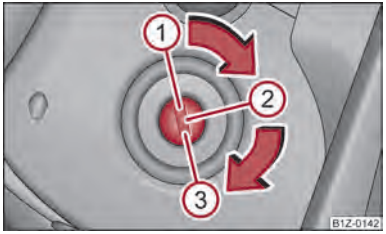

Fig. 99 Ignition lock positions
– The engine can be switched off by turning the ignition key into position ① ⇒ fig. 99.